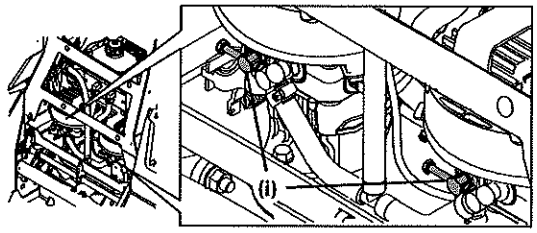

Figure 3
d. Locate the hydrostatic transmissions and open the two bypass valves (i) a maximum of two turns. See Figure 3.